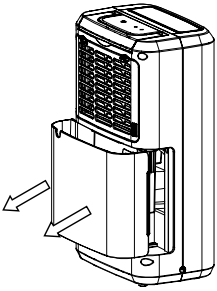

Рис. 5
1. Возьмите бак по бокам, чтобы его выдвинуть. Возьмите за ручку и дно бака, чтобы поднять его (рис.5).